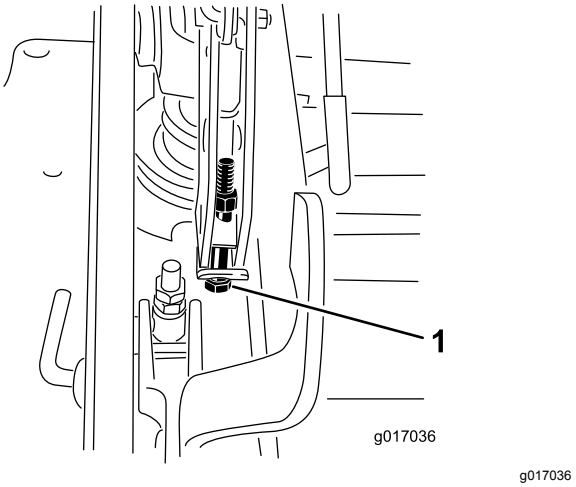

Figur 111
12. Hvis klippeenheten er for lav, kan du stramme til ettrinnsjusteringsbolten ved å vri den med urviseren. Hvis klippeenheten er for høy, kan du løsne ettrinnsjusteringsbolten ved å vri den mot urviseren (Figur 111).